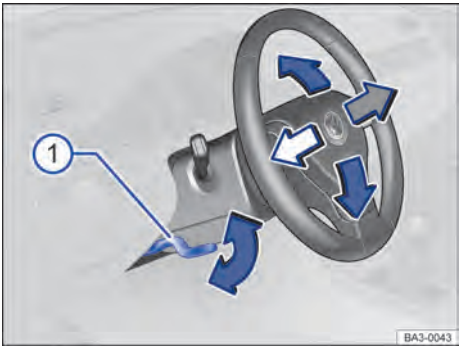

Fig. 65 Embaixo e a esquerda do volante junto com o revestimento da coluna de direção: alavanca de ajuste da posição do volante.
– Empurrar a alavanca para baixo segurando-a pelo seu manípulo → Fig. 65 ①.